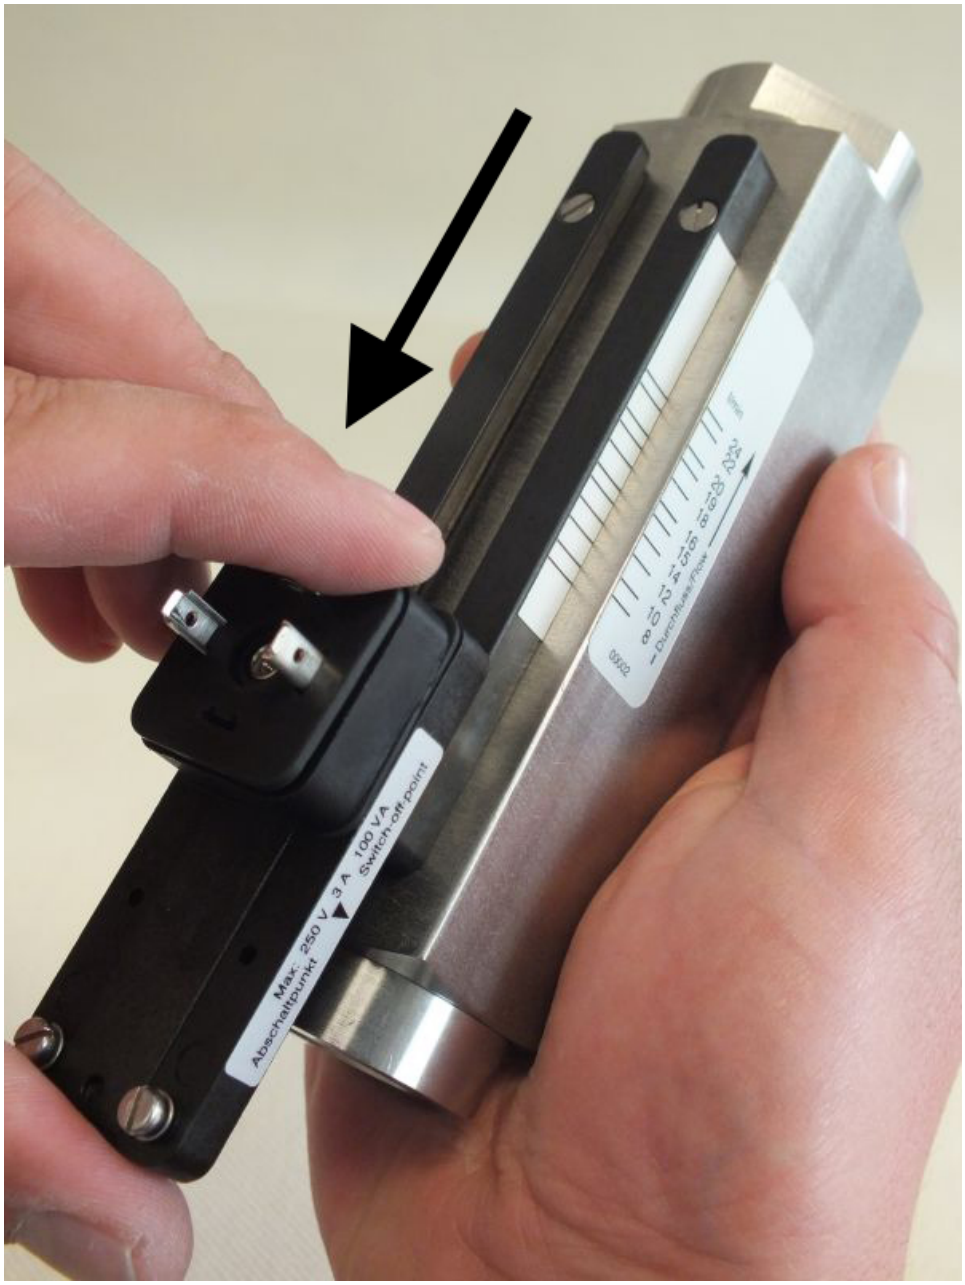

Fig. 66: Remove switch contact from guide rails
4. Remove the switch contact from the guide rails by sliding the switch contact in the direction of the arrow (*Fig. 66*).